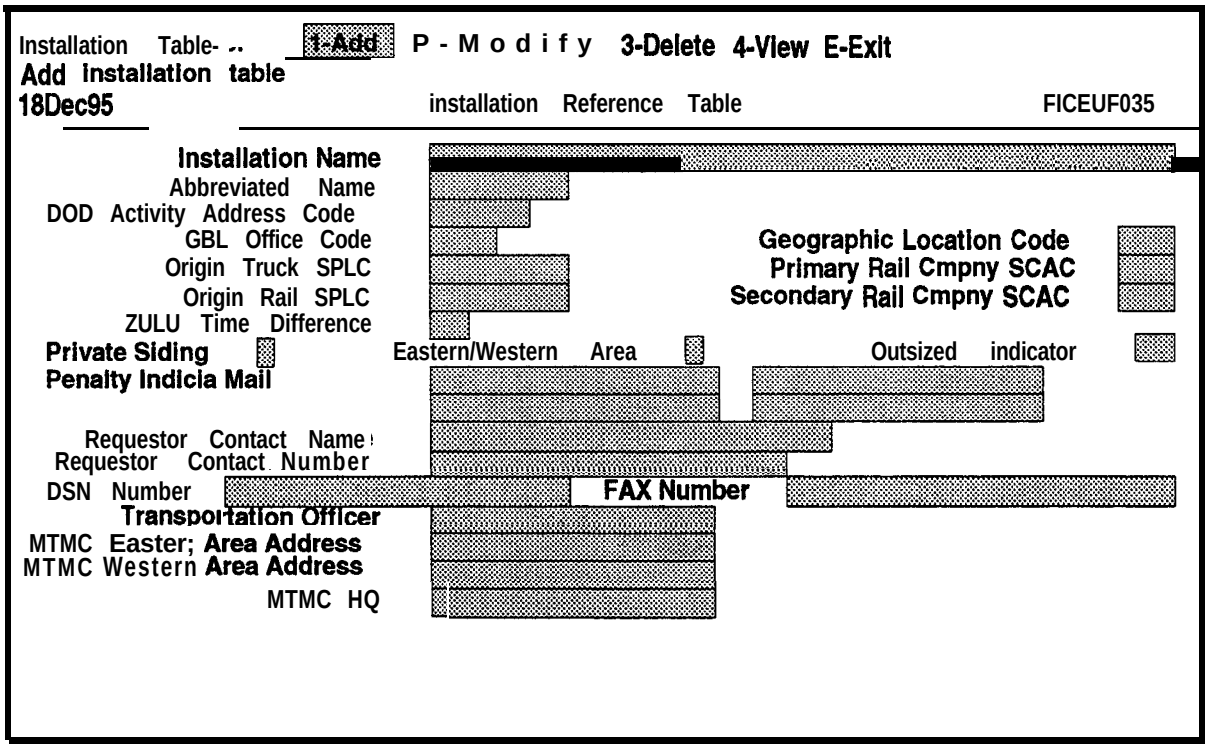

Figure 6-43. Installation Reference Table Screen
b. Select **Add** from the Installation Table:ring menu. The Installation Reference Table screen with blank fields will be displayed as shown in Figure 6-43.